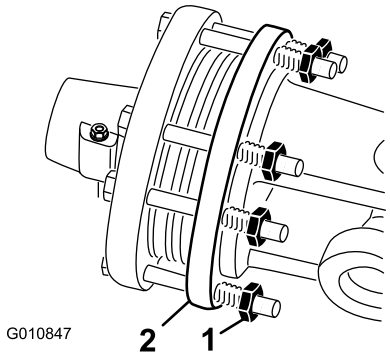

Figur 48
1. I slutet av säsongen ska alla kopplingsmuttrar vridas två varv bakåt (Figur 48).